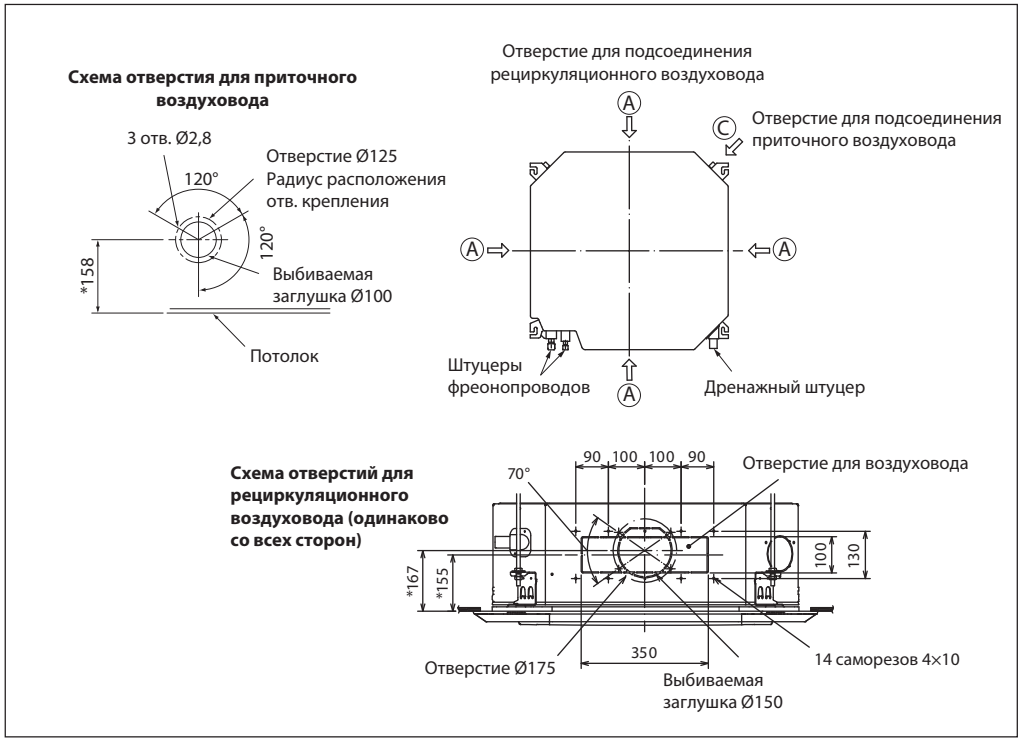

Рис. 1
1. Отверстия для подсоединения воздуховодов рециркуляционного и приточного воздуха (Рис. 1)
На этапе монтажа, при необходимости, подсоедините воздуховоды рециркуляционного и приточного воздуха к соответствующим отверстиям, расположение которых показано на схеме Рис. 1 ниже. Предварительно удалите выбиваемые заглушки.